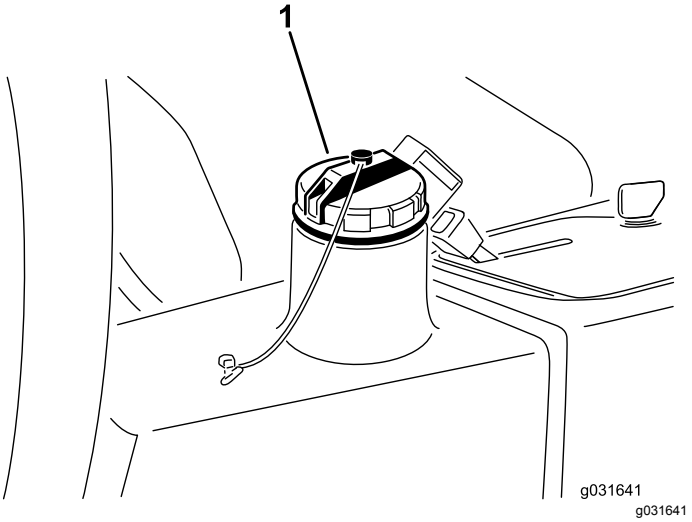

Figura 65
4. Riempite il serbatoio idraulico (Figura 65) con circa 13,2 litri di fluido idraulico; vedere Verifica dell'impianto idraulico (pagina 53).